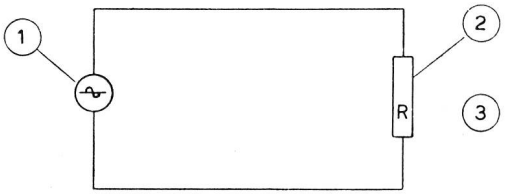

Fig. 105
a) **Reiner ohmscher Widerstand an den Klemmen eines Wechselstromgenerators.** Betrachten wir einen Stromkreis (Fig. 105) ohne Selbstinduktionserscheinungen, d. h. ohne Schleifen, ausgeprägte Krümmungen oder Spulen.